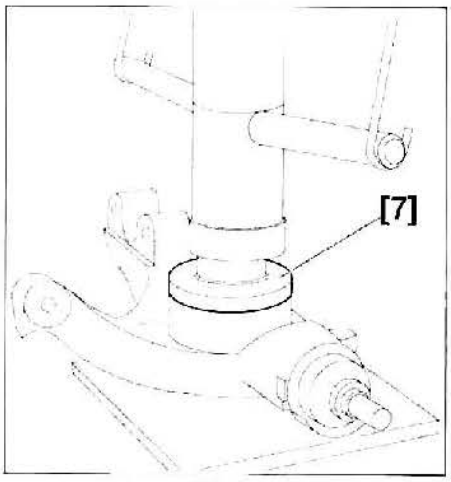

FIG. 24
• Colocar el útil [7] (punta de montaje de rodamientos ref. 0621.L) **(fig. 24)**.